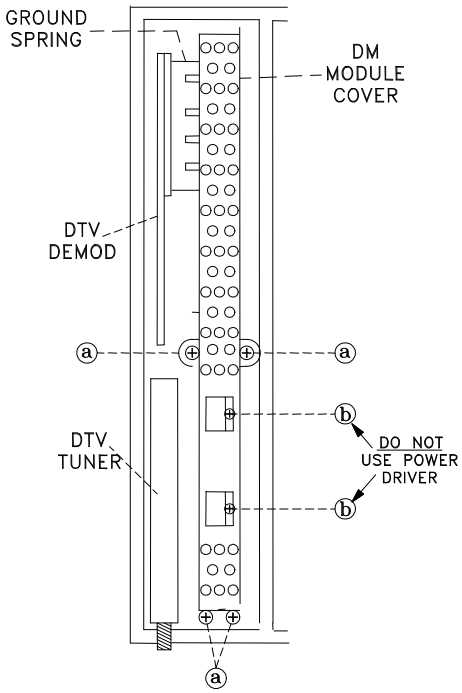

Figure 2: DM Module Cover
3. Remove screws (a) and (b) to remove the DM Module Cover, *Figure 2.*